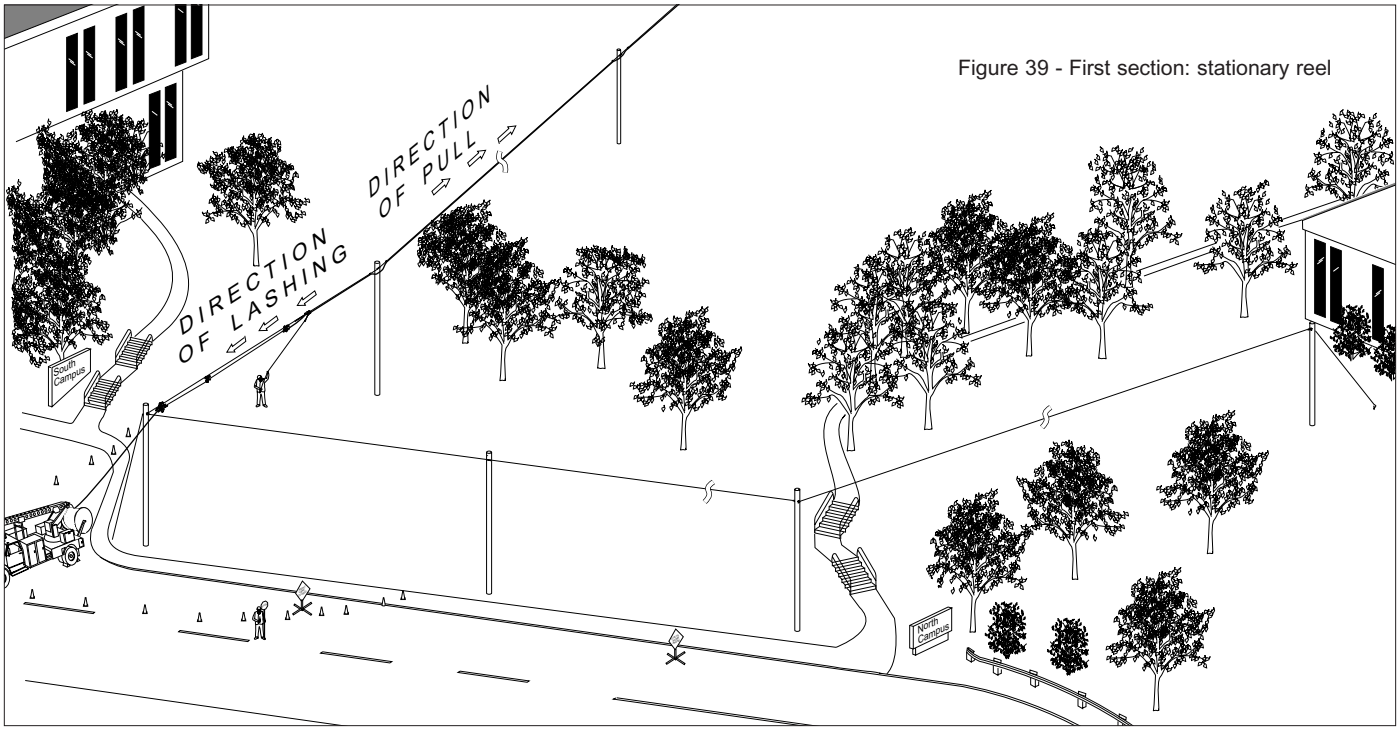

Figure 39 - First section: stationary reel
8.2 Set up cable reel at an end point of the route in which the moving reel method is practical. Install the vehicle-inaccessible spans using a stationary reel method (Figure 39).